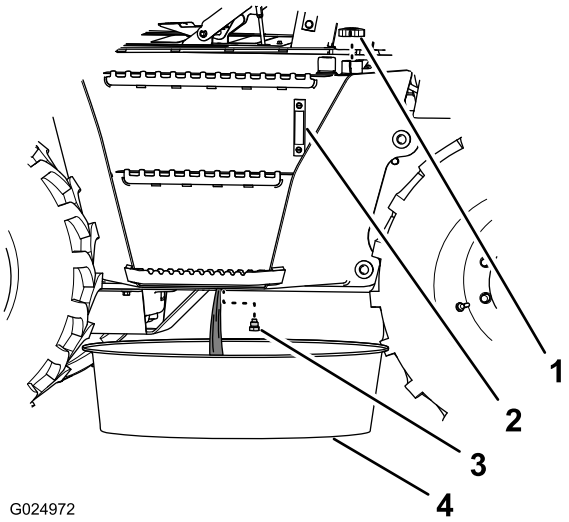

Figura 107
6. Posicione um recipiente com capacidade mínima de 190 L (50 gal. E.U.A.) sob o bujão de drenagem do reservatório hidráulico (Figura 107).
7. Remova o bujão de drenagem do reservatório hidráulico (localizado abaixo do reservatório) e drene o reservatório (Figura 107).
9. Instale o bujão de drenagem (Figura 107).